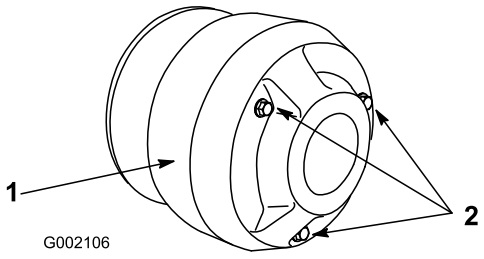

Figur 46
3. Fjern de tre skruene som fester dekselet til clutchen og fjern dekselet (Figur 46).